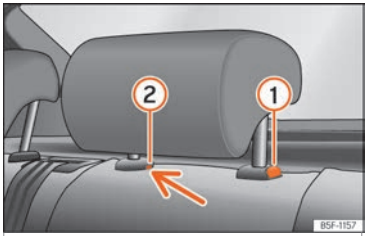

Abb. 128 Kopfstützen hinten: Ausbau.
- Drücken Sie die Taste ››› Abb. 128 ① und gleichzeitig mit einem Schlitzschraubendreher (Breite max. 5 mm) in die Öffnung der Verriegelung ② und ziehen Sie die Kopfstütze heraus.